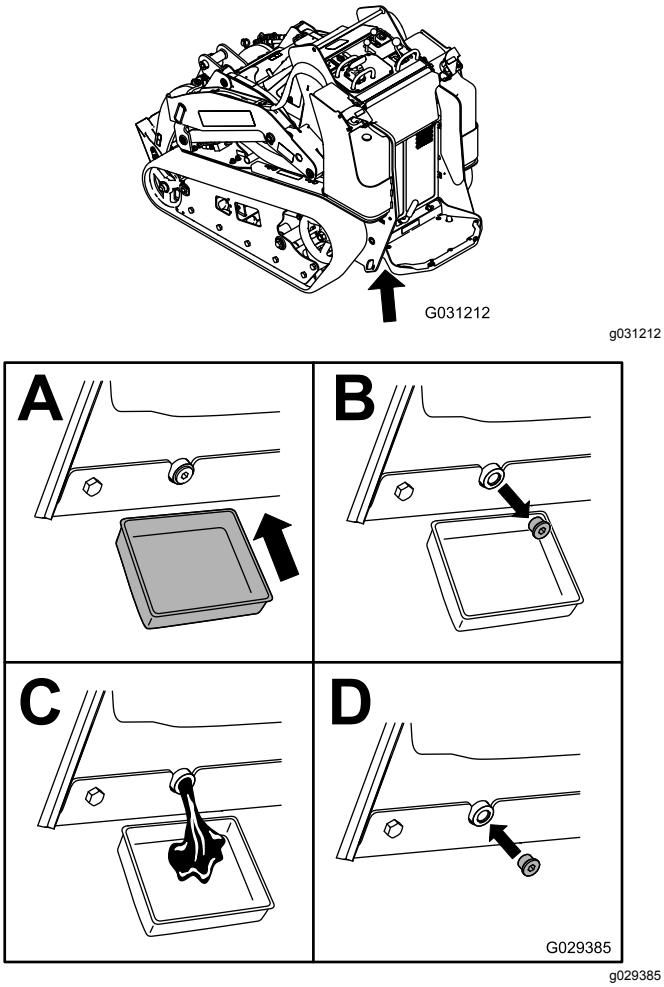

Rysunek 49
5. Spuść olej pod platformą (Rysunek 49).